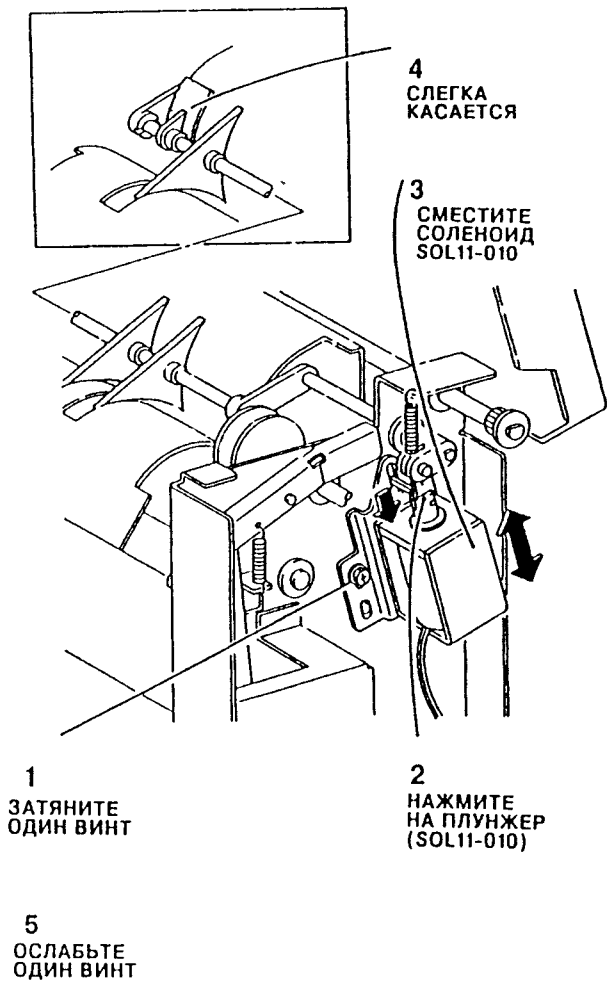

Рис. 2. Регулировка зазора
1. Отрегулируйте величину зазора (Рис. 2).